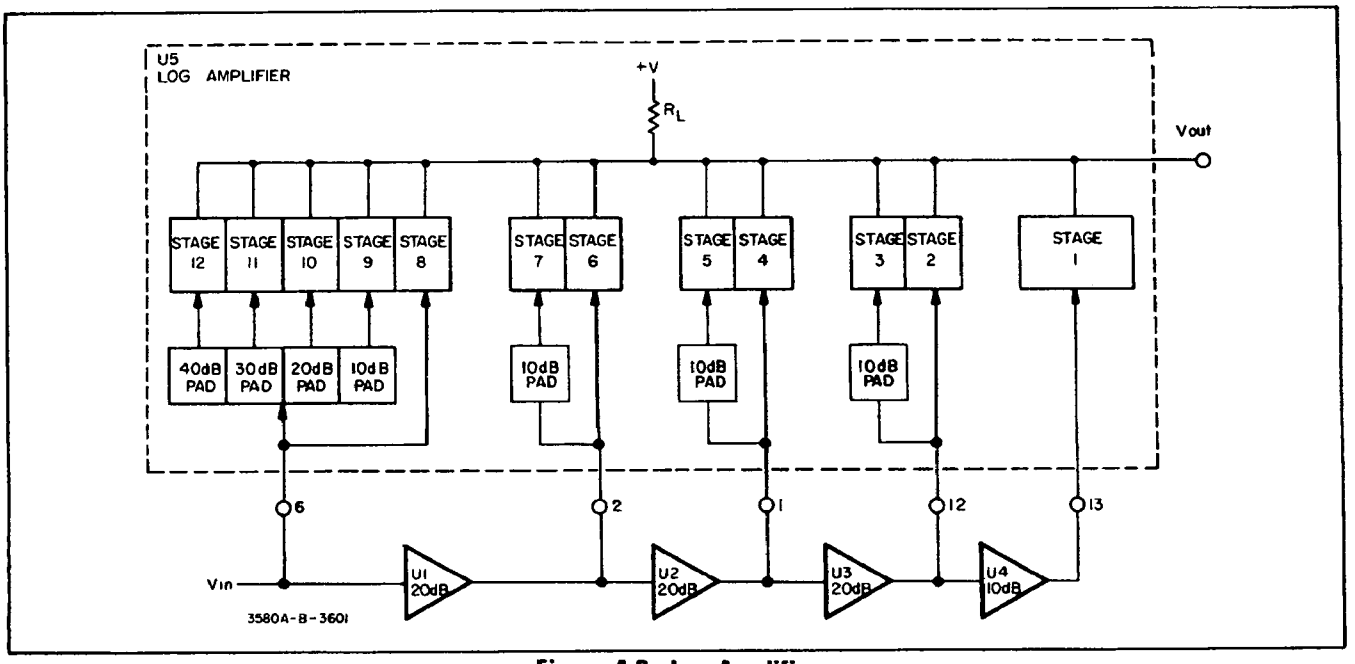
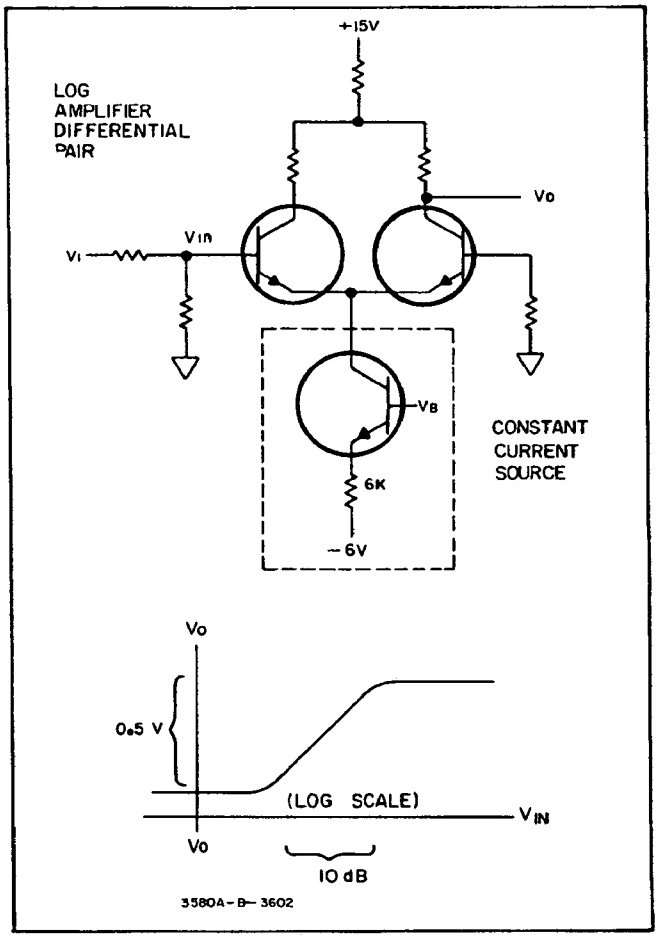
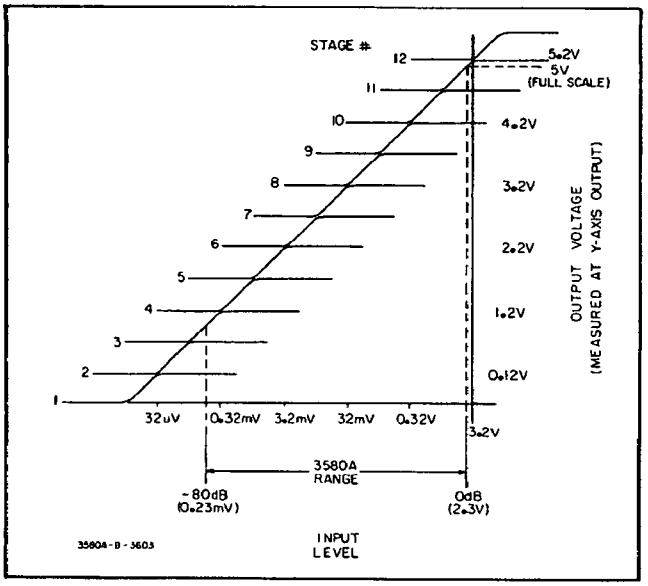

**Figure 4-6. Log Amplifier.**
**Figure 4-7. Typical Log Amplifier Stage.**
**Figure 4-8. Log Amplifier Input and Output Levels.**
**4-61. Log Amplifier.** The Log Amplifier (Figure 4-6) is a hybrid circuit consisting of a log amplifier package (U5) and four external control amplifiers (U1 - U4). The log amplifier package contains 12 differential amplifier stages. Each stage has a logarithmic output characteristic over a 10 dB range (Figure 4-7). Internal resistive dividers and the external control amplifiers bias each stage to respond to a different 10 dB portion of the input signal. The outputs of the 12 stages are summed in a common load ($R_L$), forming the composite output characteristic shown in Figure 4-8.
4-62. From Figure 4-8, the following can be noted: